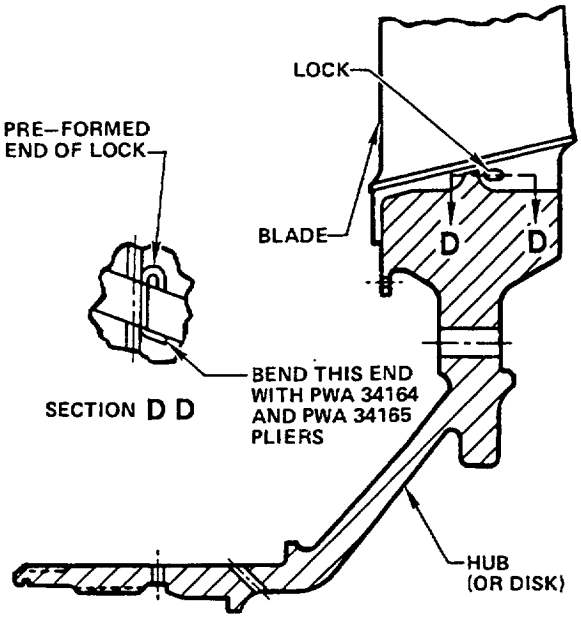

Figure 3. Lock, Blade (Stages One through Four) – Installation
9. LOCK, BLADE (STAGES ONE THROUGH FOUR) – INSTALLATION. (Figure 3)
b. Install blade locks through holes in blade roots so that preformed end is on right side of blade (Figure 3).